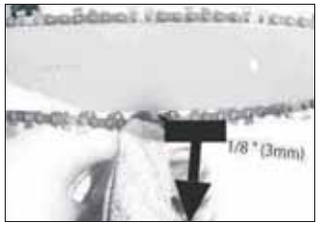
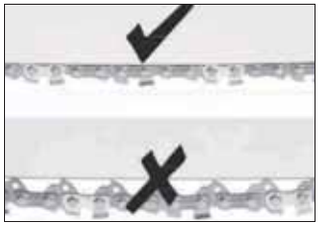

Fig.19A
Fig.19B
c) Com a motosserra numa superfície firme, verifique a tensão da corrente da serra. A tensão está correta quando a corrente se encaixa novamente depois de ter sido puxada a uma distância de 1/8 de polegada (3 mm) da barra guia com força leve do dedo do meio e do polegar, como mostrado na figura (Fig.19A). Não deve haver "queda" entre a barra guia e a corrente na parte inferior como mostrado na figura. (Fig. 19B)